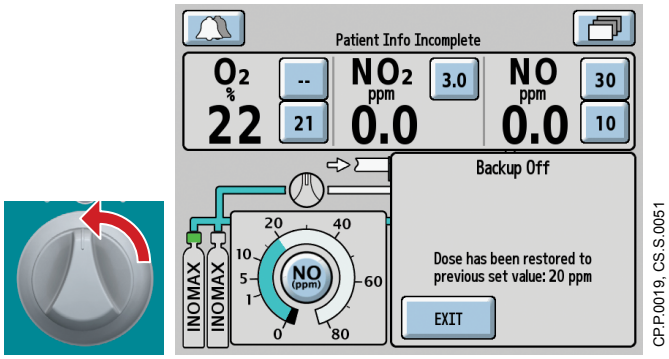

Figure 3-33 Integrated Pneumatic Backup OFF
2. To turn Integrated Pneumatic Backup OFF, turn the Integrated Pneumatic Backup switch counter-clockwise to the off position (Figure 3-33).